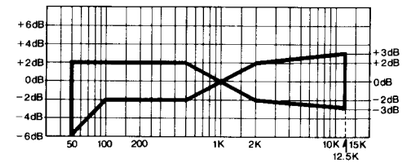
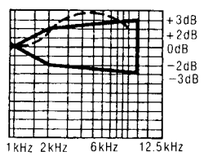

Fig. 12
Fig. 14
6. Playback the signals recorded in step 5, and check if the frequency response curve is within the limits shown in the overall frequency response chart for normal tapes (fig. 12).
When the curve exceeds the overall specified frequency response chart (fig. 12) as shown in fig. 14.
2) Repeat steps 5 and 6 for confirmation (Proceed to steps 7, 8 and 9 if the curve is now within the charted specifications as shown fig. 12.)
3) If the curve still exceeds the specifications (fig. 12), increase bias current further and repeat steps 5 and 6.
When the curve falls below the overall specified frequency response chart (fig. 12) as shown in fig. 15.
3) If the curve still falls below the charted specifications (fig. 12), reduce bias current further and repeat steps 5 and 6.